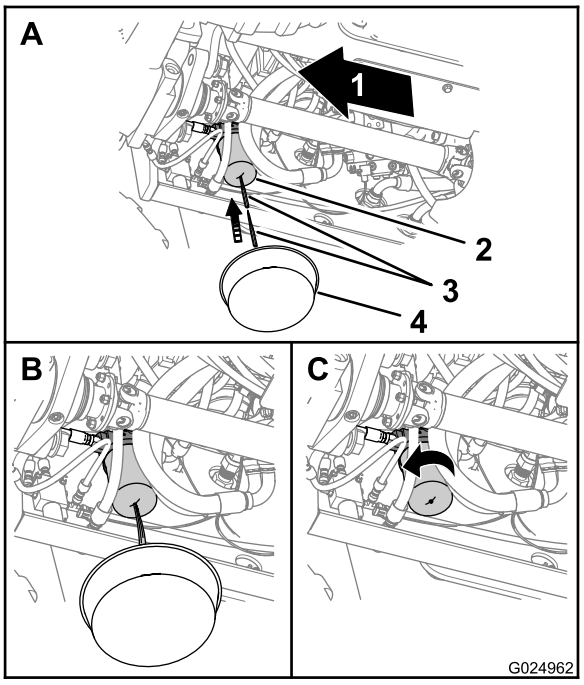

Figura 96
1. Posicione uma bandeja de drenagem sob o filtro de óleo da transmissão (Figura 96).
2. Perfure o fundo do filtro de transmissão e permita que o fluido hidráulico residual escoe para o recipiente (Figura 96).
3. Remova o filtro da transmissão com uma chave saca-filtro e descarte o filtro (Figura 96).
6. Instale o novo filtro com a mão e aperte firmemente o filtro 1/2 a 3/4 de volta após ter feito contato com o cabeçote do filtro (Figura 96).